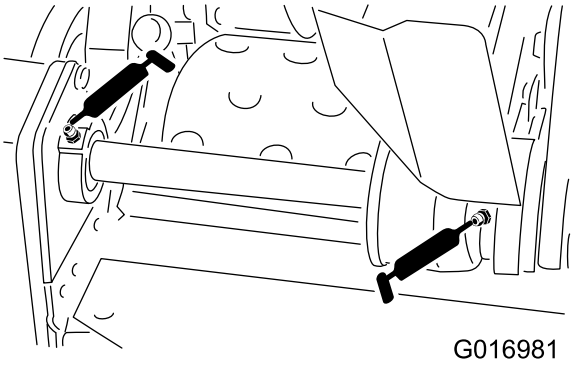

Figur 20
- Två på cylinderns överföringslager (Figur 20)